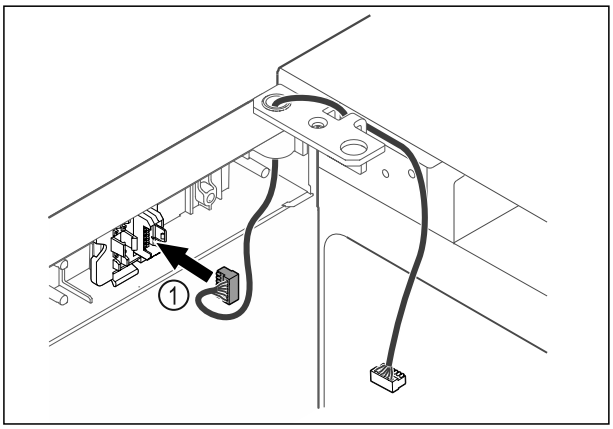

Fig. 44
▶ Enchufar el conector *Fig. 44 (1)* en su soporte.